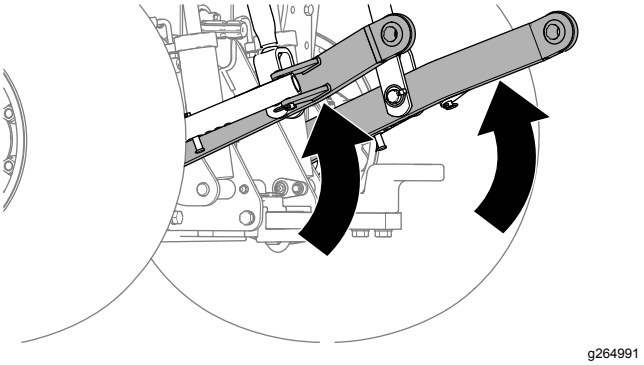

Figur 11
4. Hæv de nedre forbindelser på 3-punktsophænget helt (Figur 11).